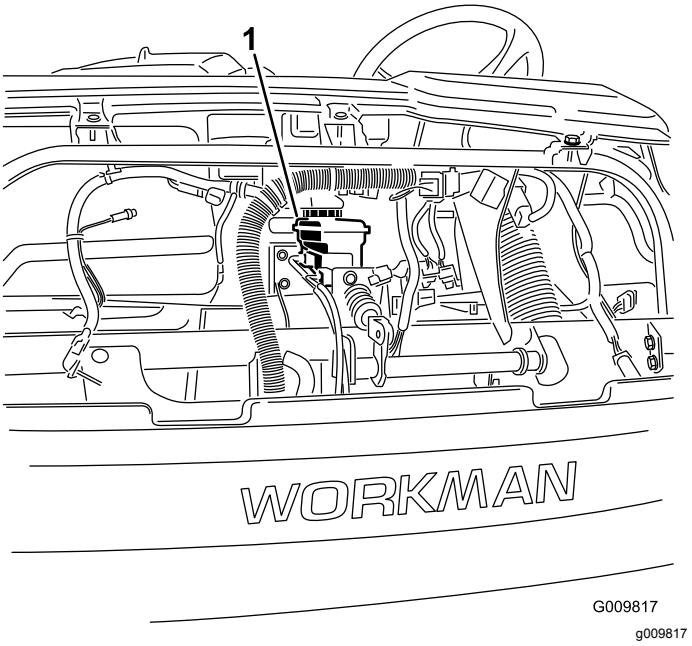

図 56
4. フードを持ち上げてブレーキのマスターシリンダとブレーキ液タンクにアクセスできるようにする図 56。